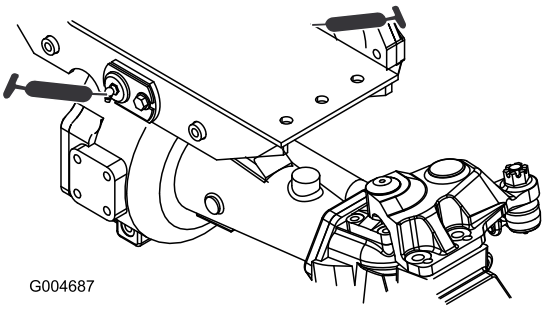

Figur 43
- 2 for- og bagakseldrejebøsninger (Figur 43)